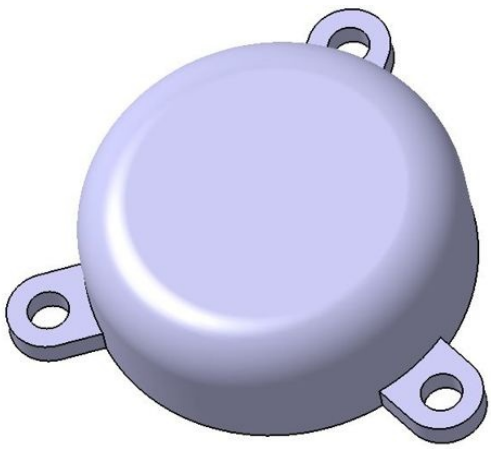

Figure 8-105 *The model after patterning the pad feature*
d. Pattern the newly created pad feature using the **Circular Pattern** tool, refer to Figure 8-105.
7. Set the value of the **Instance(s)** spinner to **3** and choose the **OK** button from the **Circular Pattern Definition** dialog box. The model after patterning the pad feature is shown in Figure 8-105.